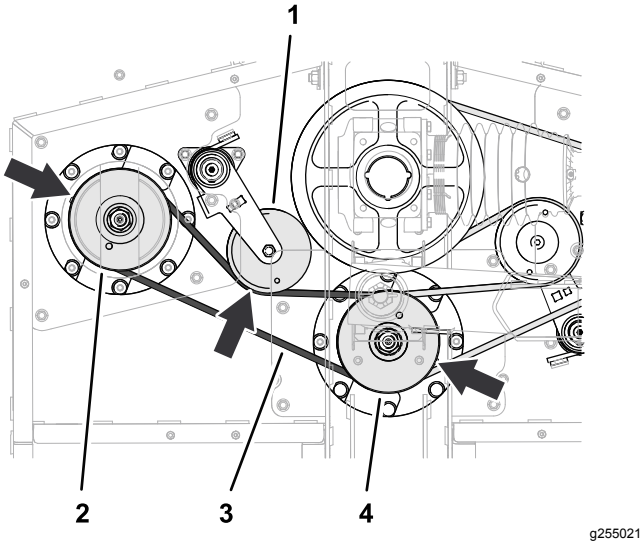

Figur 67
1. Dra den korta remmen runt den vänstra spindelremskivan och mittspindelremskivans nedre spår (Figur 67).
2. Använd en kofot eller ett liknande verktyg för att rotera remspännaren motsols och dra remmen över spännlocksremskivan (Figur 67).